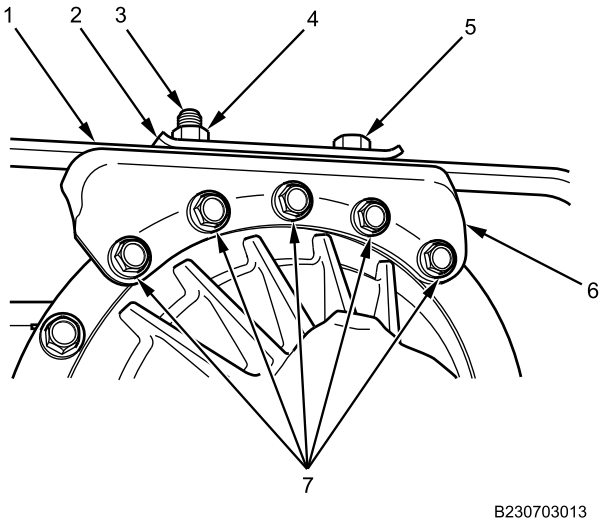

Figure 2. Transmission Mounting Crossmember Spring And Transmission Rear Mount Bracket.
3. Remove bolts (Figure 2, Item 7) from transmission rear mount bracket (Figure 2, Item 6). Remove transmission mount bracket (Figure 2, Item 6) and transmission mounting crossmember (Figure 2, Item 1).
1. Remove nut (Figure 2, Item 4) and bolt (Figure 2, Item 3) from transmission rear mount bracket (Figure 2, Item 6), transmission mounting crossmember spring (Figure 2, Item 1), and rear crossmember plate (Figure 2, Item 2).
2. Remove bolt (Figure 2, Item 5) and nut from transmission rear mount bracket (Figure 2, Item 6), transmission mounting crossmember spring (Figure 2, Item 1), and rear crossmember plate (Figure 2, Item 2). Remove crossmember spring and plate.